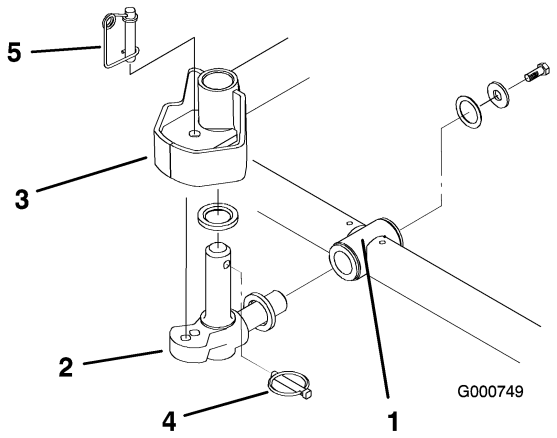

Figur 5
6. Indsæt en trykskive på drejeleddets vandrette aksel som vist i Figur 5.
7. Sæt drejeleddets vandrette aksel ind i bærerammens monteringsrør (Figur 5).
8. Fastgør drejeleddet på bærerammen med en trykskive, en spændeskive og en flangeskrue (Figur 5).
9. Indsæt en trykskive på drejeleddets lodrette aksel (Figur 5).
10. Hvis den er taget ud, skal drejetappens lodrette aksel sættes ind i løftearmens drejenav (Figur 5). Før drejeleddet på plads mellem de to centreringsstoppere af gummi på undersiden af løftearmens styreplade.
11. Indsæt ringstiften i krydshullet på drejeleddets aksel (Figur 5).
Bemærk: Hvis der kræves en fast klippeenhedsposition, skal du indsætte styreIåsestiften i drejeleddets monteringshul (Figur 5).
14. Vip den fjederbelastede ring rundt om styrelåsestiftens nederste ende (Figur 5).